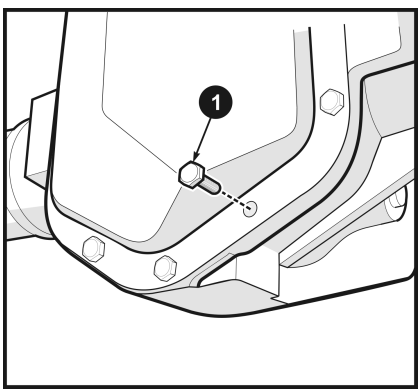

Рис. 1
1.4 Открутите болты (**1**) и снимите крышку картера. (**Рис. 1**)